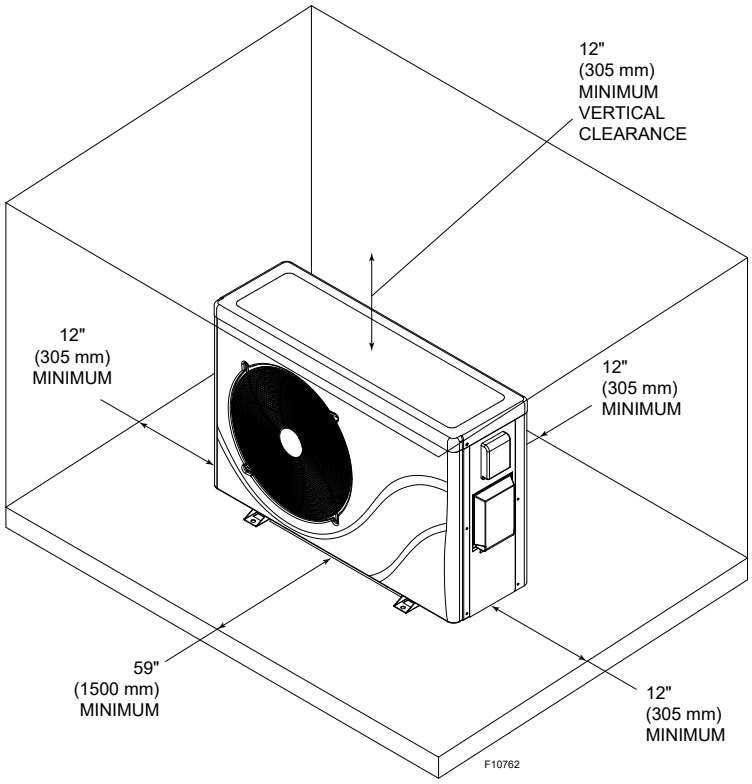

Figure 2. Ventilation Clearances
2. Please don't stack anything near the heat pump that can block air flow to the inlet or exhaust area, or the efficiency of the heater will be reduced and/or stopped. For unit clearance information, see **Figure 2**.
For unrestricted air intake and service access, position each side of the unit according to **Figure 2.**